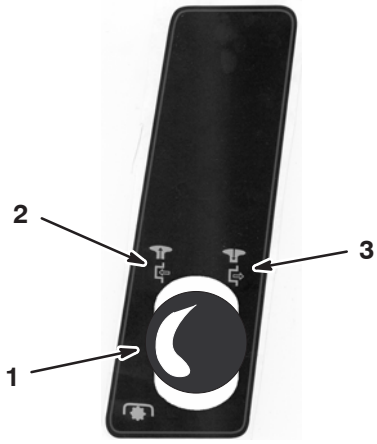

Figur 10
4. Koppla ur knivarna (PTO). Se figur 10.